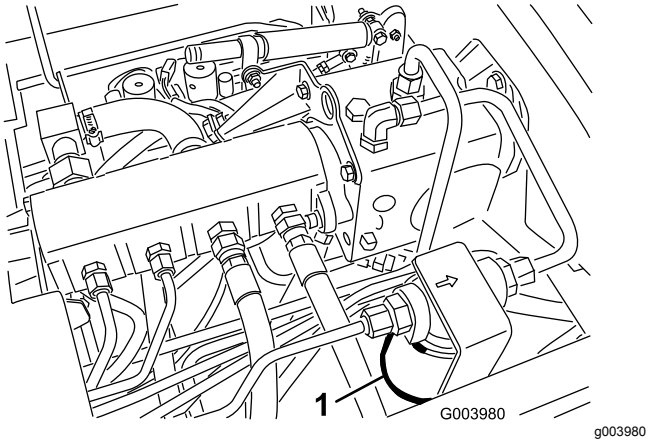
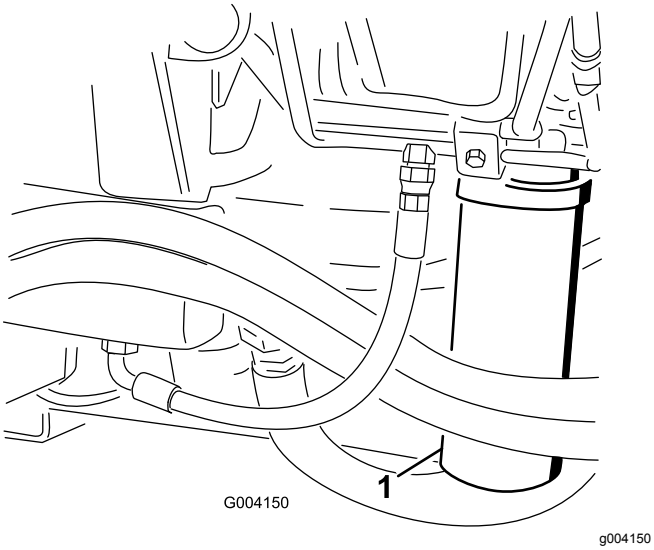

Figur 67
Figur 68
2. Rengjør området rundt der filteret skal festes, og plasser et tappefat under filtrene (Figur 67 og Figur 68).